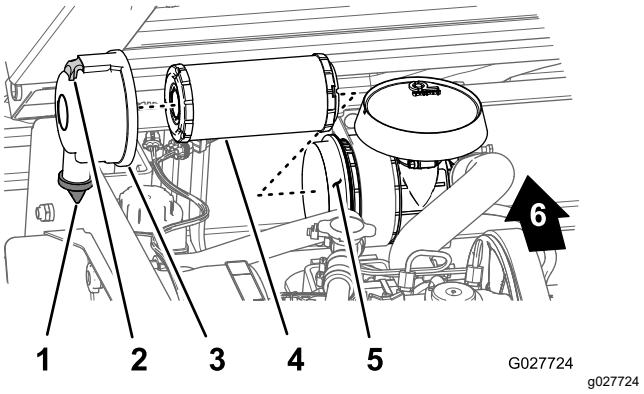

Figur 35
2. Undersök om luftfilterhuset har skador som skulle kunna orsaka en luftläcka (Figur 35).
3. Dra ut spärren och vrid luftfilterskyddet motsols (Figur 35).
5. Skjut försiktigt ut luftfilterelementet ur luftfilterhuset (Figur 35) för att minska den mängd damm som drivs ut.
1. Rengör öppningen till smutsutblåsningen i luftfilterkåpan (Figur 35).
2. Ta bort gummiutloppsventilen från kåpan, rengör håligheten och sätt tillbaka utloppsventilen (Figur 35).
3. Sätt i det nya luftfilterelementet i luftfilterhuset genom att trycka på dess yttre kant för att fästa det i luftfilterhuset (Figur 35).
4. Rikta in luftfilterkåpan efter luftfilterhuset och placera gummiutloppsventilen i nedåtriktat läge – mellan ca klockan 5 och klockan 7 sett från änden (Figur 35).
5. Fäst kåpan på huset med spärrhakarna (Figur 35).